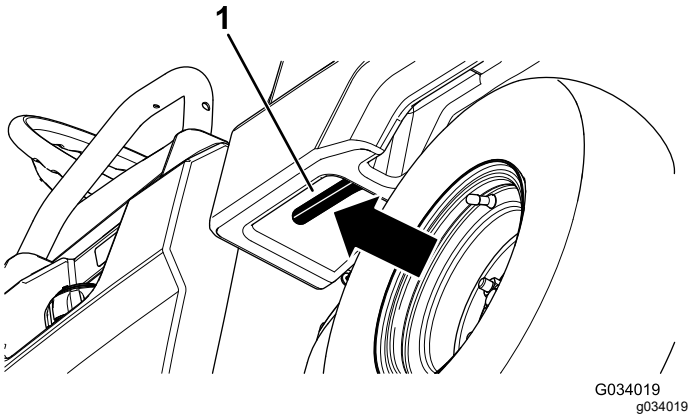

Figura 15
1. Tire hacia usted de la palanca a la izquierda, dentro de la plataforma de carga y eleve la plataforma hacia arriba (Figura 15).
1. Eleve la plataforma de carga un poco tirando hacia arriba de la palanca de enganche (Figura 15).